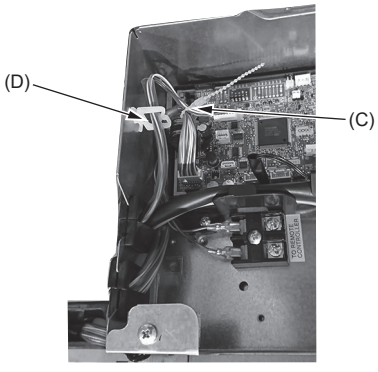
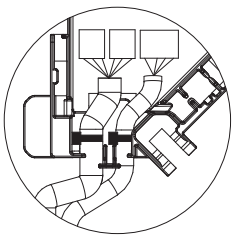

Fig. 10-14
Fig. 10-15
- **Placez les excès de fils de jonction du Capteur i-see et du récepteur de signal dans le boîtier des composants électriques dans le crochet pour fils, comme indiqué sur le schéma, et groupez les fils à l'aide de la fixation. (Fig. 10-14) Veillez à ce que le ruban qui maintient les fils de jonction du Capteur i-see et du récepteur de signal soit bien positionné à l'intérieur de la boîte de raccordement. (Fig. 10-15)**